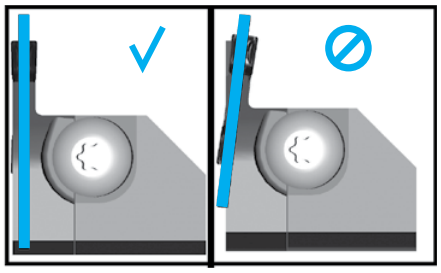

Fig.3
4. Make sure there is no gap between the insert and the toolholder's locating surface and that the insert is set straight. (see **Fig.2**, **Fig.3**)